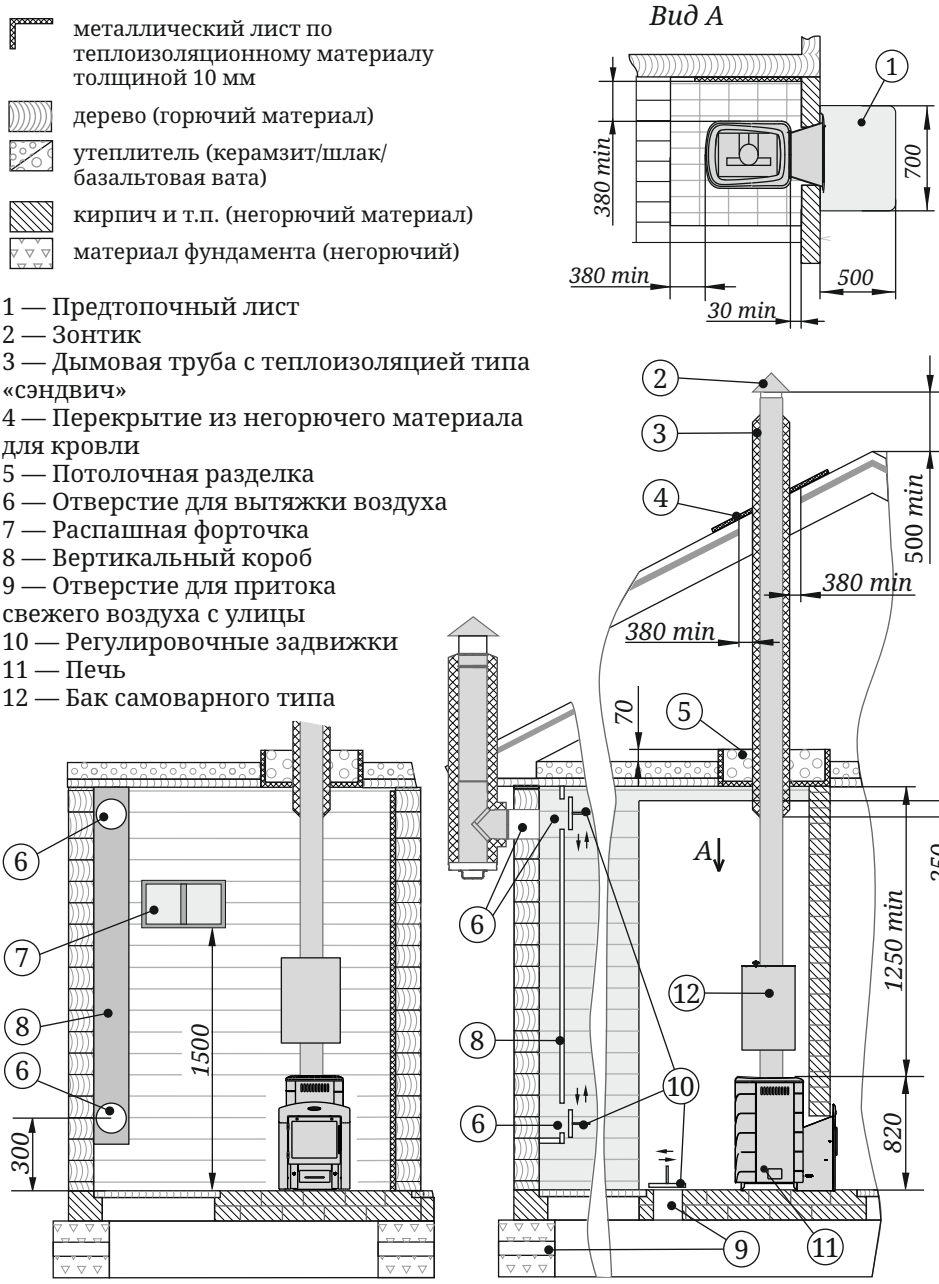

Рисунок 6. Схема монтажа печи
- пол из горючих и трудногорючих материалов перед дверцей топки застелить металлическим листом размером 700×500 мм (рисунок 6).
Для обеспечения хорошего воздухообмена, вентиляции и обеспечения оптимальных кондиций русской паровой бани, в парной необходимо организовать приточно-вытяжную вентиляцию (см. рисунок 6).